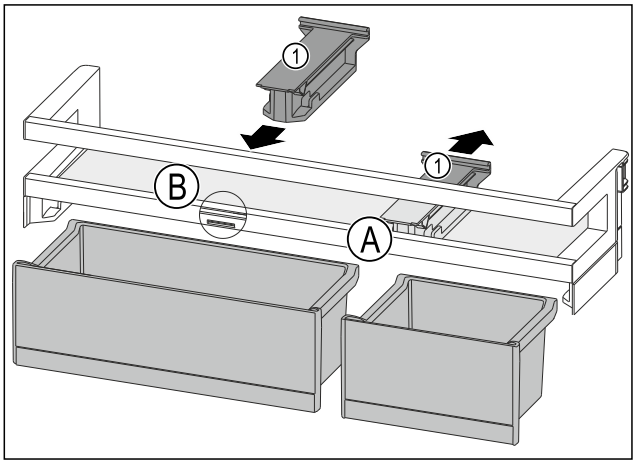

*Fig. 168*
- ▶ Desprindeți piesa de susținere *Fig. 168 (1)* din poziție *Fig. 168 (A)* spre spate.
- ▶ Introduceți piesa de susținere *Fig. 168 (1)* în poziție *Fig. 168 (B)*.